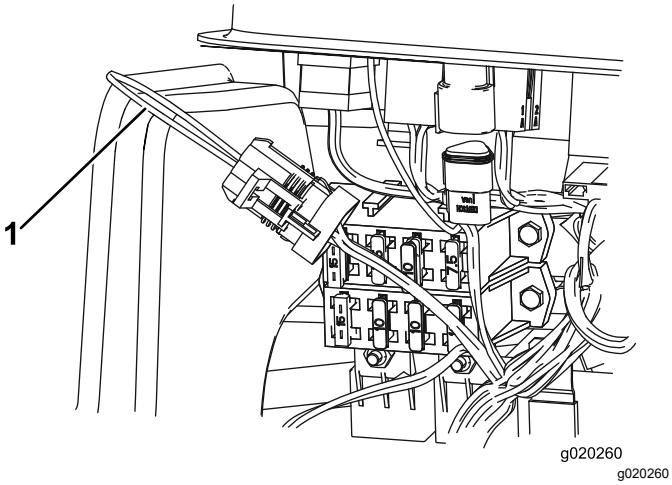

**Figuur 41**
3. Zoek de kabelboom en de kringloopstekker (Figuur 41).